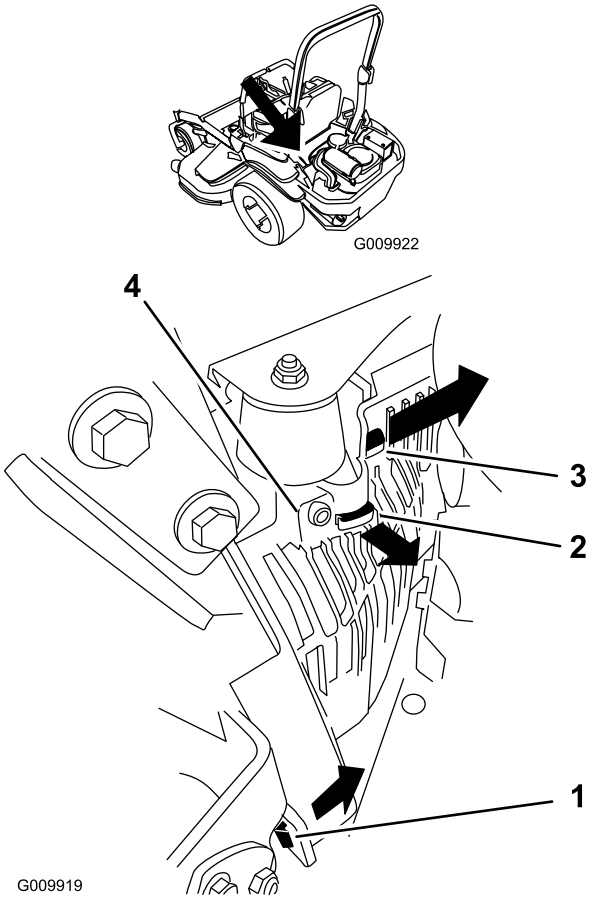

Figure 52
3. Déposez le capot de l'unité hydraulique gauche dans l'ordre indiqué à la Figure 52. Vous pourrez ensuite accéder à la bougie avant.
5. Montez le capot de l'unité hydraulique gauche (Figure 52).